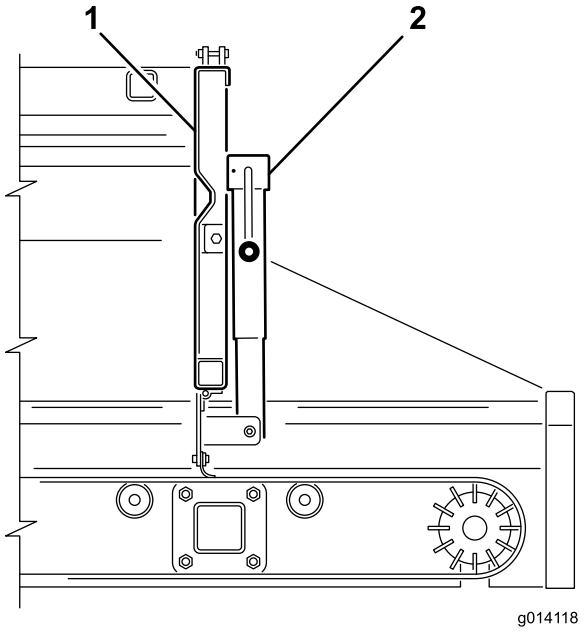
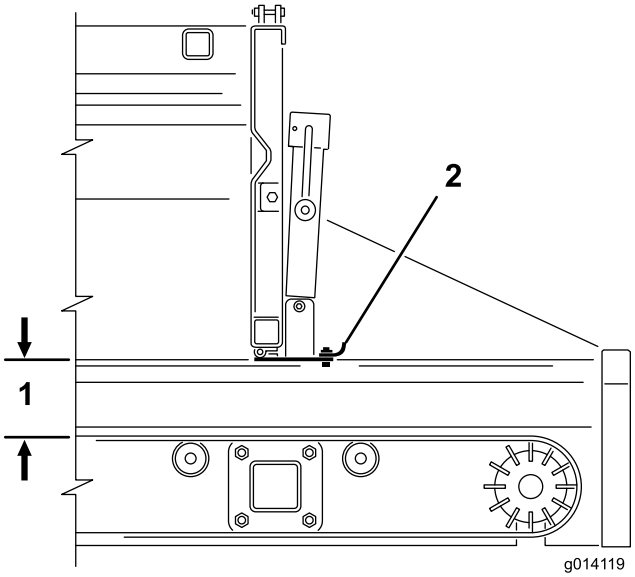

**Figur 27**
**Figur 28**
2. Använd vevhandtaget för att öppna eller stänga den justerbara delen av baklämmen (Figur 27 och Figur 28) för att justera materialflödet när du använder redskap.